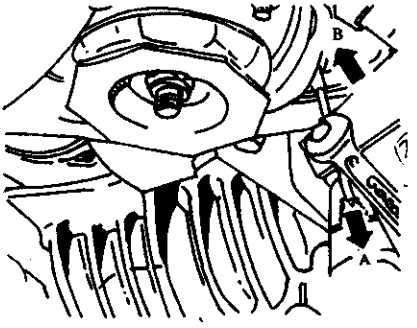

图 5—93
①从节气门操纵臂拆下油门拉线并将节气门调到怠速位置。然后将一根长为66mm的定位杆放在油门踏板与踏板挡铁之间；
②将油门踏板仍处在怠速位置，将卡环放在相应的槽中以调整油门拉线并使之当节气门全开时，节气门操纵臂与挡块间的间隙不大于1mm；
③将拉杆臂靠到止块处，然后调整球座与拉杆的配合并使之处于无张力状态；
④调整推杆使变速器操纵杆不处在节气门挡块上而节气门杆是处在怠速挡块上，这时推杆应无张力的与操纵杆配合；然后将推杆与操纵杆分开，再将油门踏至挡块；
⑤将变速器杆压至图 5—93 箭头 B 所指的下挡块，再用钳子将油门拉线按箭头 A 的方向拉出并固定好，然后检查变速器杆是否在下挡块上，必要时可通过调节油门拉线来使之置在下挡块上，再将推杆安装在变速器杆上并固定好。